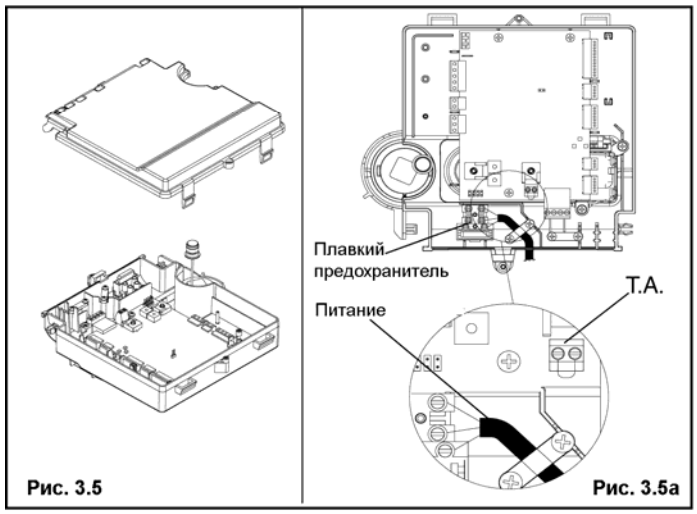

Рис. 3.5 Рис. 3.5а
- Снимите крышку, которая закрывает клеммную колодку (рис. 3.5)
- Проденьте кабель питания и термостата температуры в помещении, которые вы хотите подключить (рис. 3.5а)